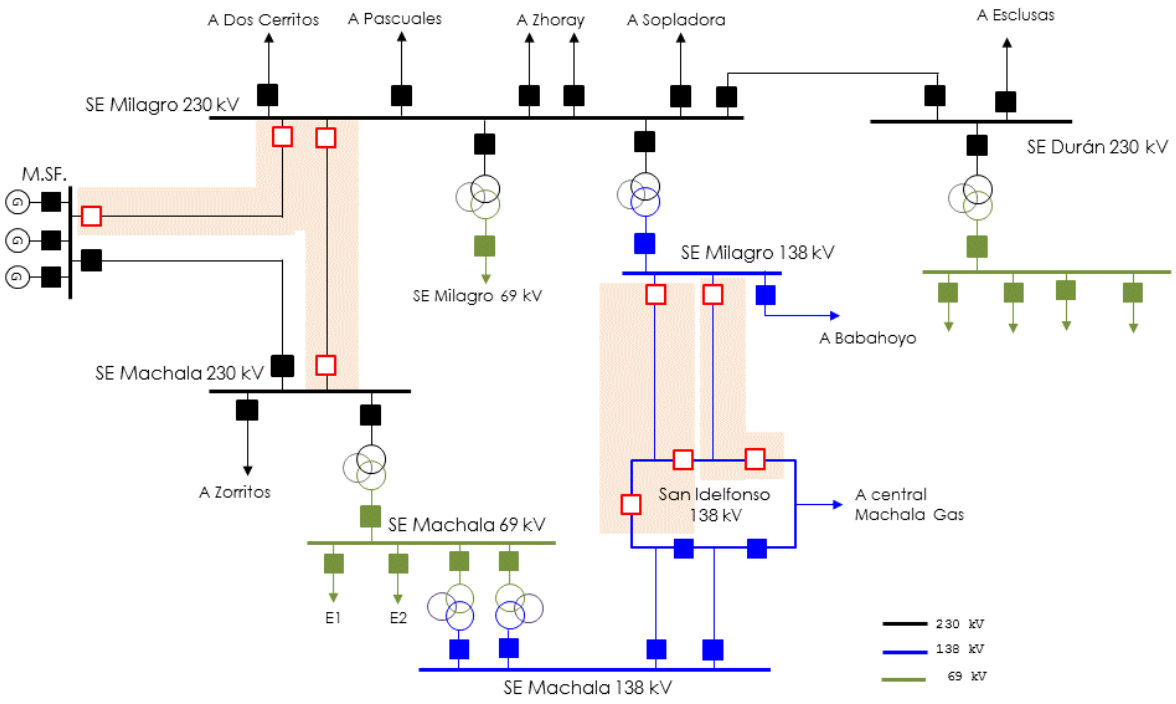

Figura 3: Diagrama unifilar de la zona Milagro - Machala - San Idelfonso, luego de los disparos
- En la figura 3 se muestra el diagrama unifilar de la zona Milagro - Machala - San Idelfonso, luego de los disparos de los elementos indicados en el numeral anterior.